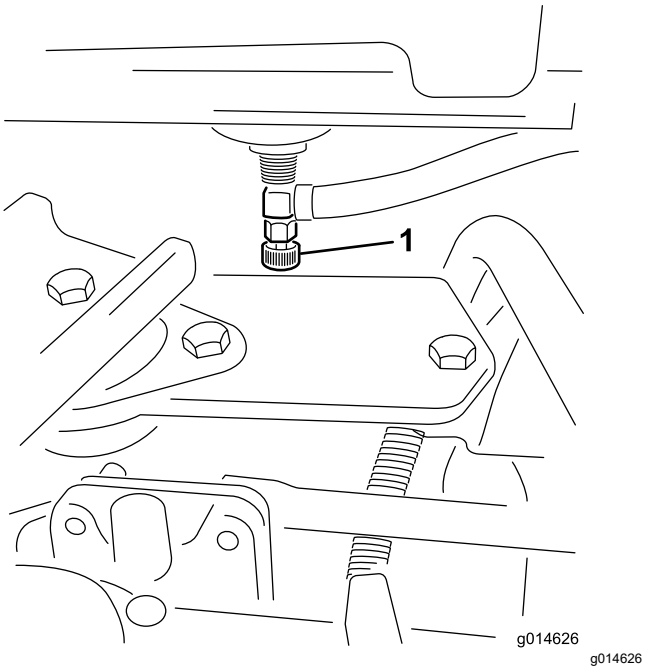

Figur 34
1. Stäng bränslekranen (Figur 34) under bränsletanken.